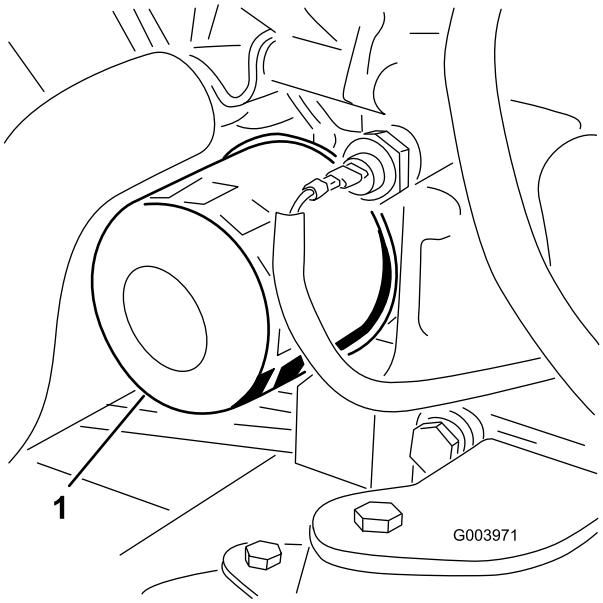

Figur 55
3. Ta av oljefilteret (Figur 55).